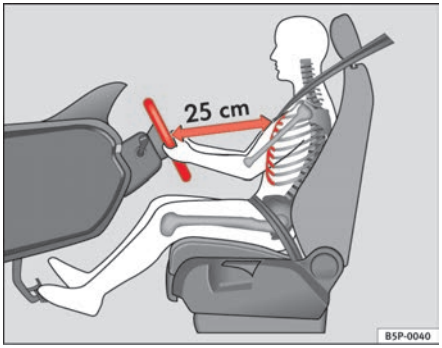

Fig. 136 Proper sitting position for driver
– Adjust the steering wheel in this way until the correct position is set ⇒ fig. 136.
- **Adjust the driver seat or steering wheel so that there is a distance of at least 25 cm between the steering wheel and your chest ⇒ page 165, fig. 136. If you fail to observe the minimum distance, the airbag will not protect you. Risk of fatal injury.**